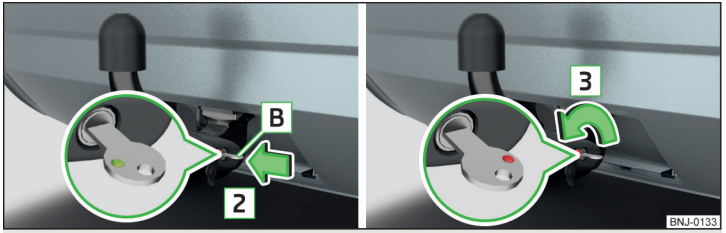

Fig. 124 **Introducir la llave en la cerradura/ desbloquear el cierre**
- › Introsduzca la llave B en la cerradura en el sentido de la flecha 2 de manera, que la marca muestra hacia arriba » fig. 124.